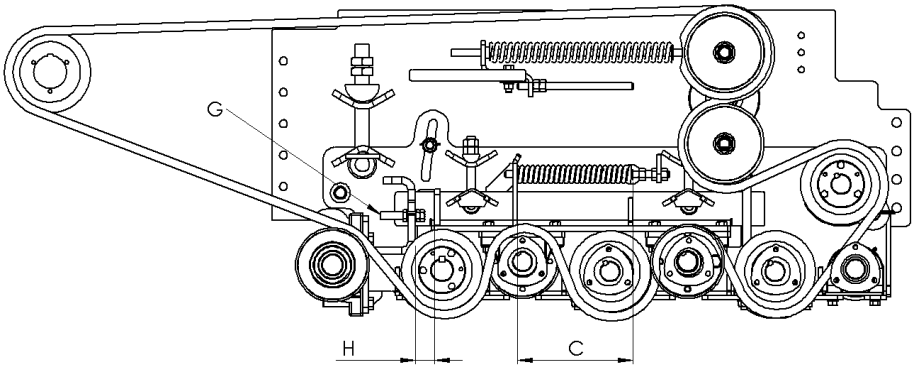

Figure 7-23: Grabroll Spacing Adjustment
3. Adjust bolt (G) shown in figure 7-23, to change the gap between smooth grabrolls and the scrolled grabrolls.
4. Readjust rock trip spring compression (C) to 8.5 in. (21.7 cm).